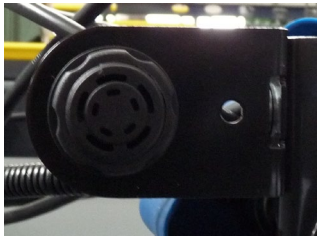

Fig. 10
- **Indicador acústico:** advierte de la condición de caja elevada; durante la marcha del vehículo, la caja debe estar baja (fig. 10).